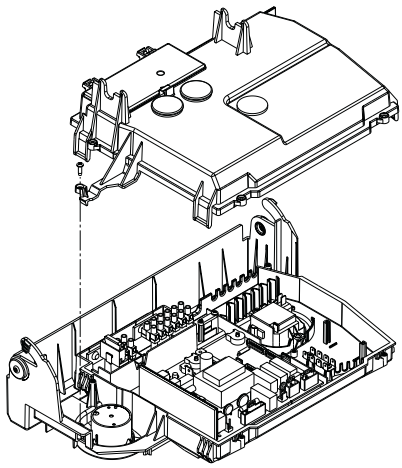

Fig. 20
6.14 PRINTED CIRCUIT BOARD (PCB, fig. 20)